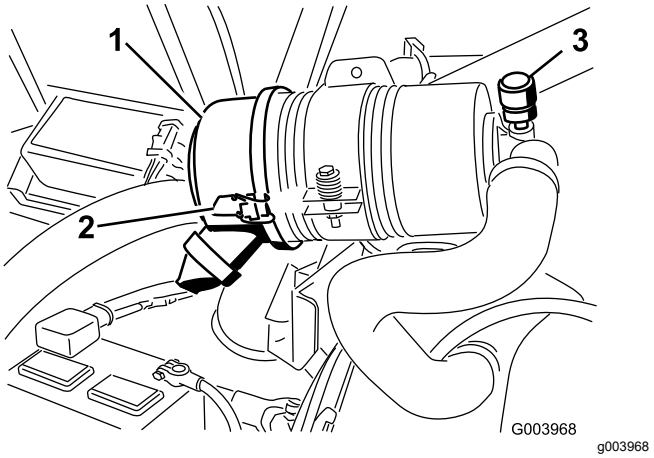

Rysunek 46
Sprawdź filtr powietrza tylko wtedy, gdy wskaźnik (Rysunek 46) to sygnalizuje. Wcześniejsza wymiana filtra niż jest to konieczne zwiększa możliwość przedostania się zanieczyszczeń do silnika podczas usuwania filtra.
1. Zwolnij zaczepy mocujące pokrywę filtra powietrza do obudowy filtra powietrza (Rysunek 46).